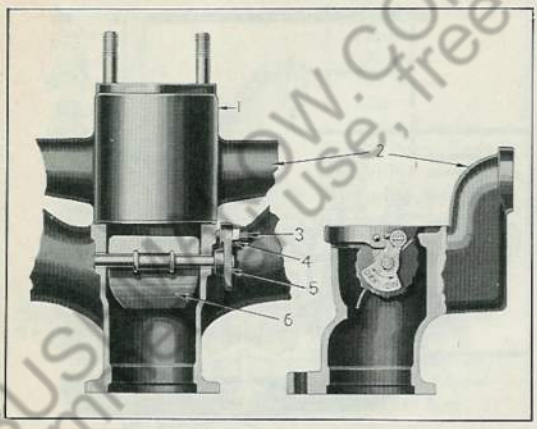

Fig. 67 Manifold Heat Control
A. Adjustments—All bolts and nuts used in connection with intake and exhaust manifold mounting to cylinder head must be tightened evenly to prevent breakage and to permit uniform expansion during engine operations. The most necessary adjustments in connection with maintaining proper manifold temperatures consist of setting the manifold heat control valve for seasonal operation. The manifold heat control illustrated in Fig. 67 consists of a lever and butterfly valve located in exhaust manifold. This butterfly valve directs flow of hot exhaust gases through heat chamber of intake manifold and thereby aids in fuel vaporization for maximum economy. Proper position of heat control valve for various operating conditions are as follows:
4. To adjust manifold heat control valve, refer to Fig. 67 and proceed as follows: